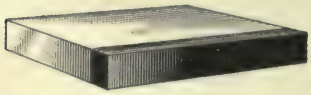

FIG. 13.
**7. Brush Holder.**—The brush holder is, as the name implies, a device for holding the motor brushes, and is one of the most important parts about a motor, because, as soon as it gets the least bit out of order, the motor begins to cut up. Fig. 13 shows a carbon brush such as is used on motors of today; street-car motor brushes are always made of carbon, because they spark less than copper brushes; they spark less than copper brushes because their resistance is so high that they will not let the short-circuited coils